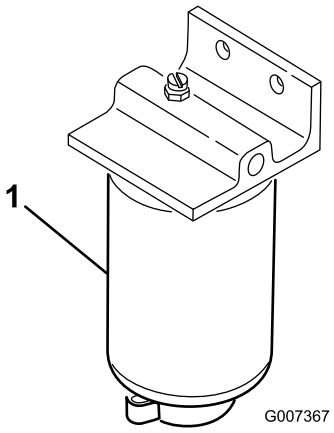

Figur 47
1. Anbring en ren beholder under brændstoffilteret (Figur 47).
2. Rengør området, hvor filteret monteres (Figur 47).